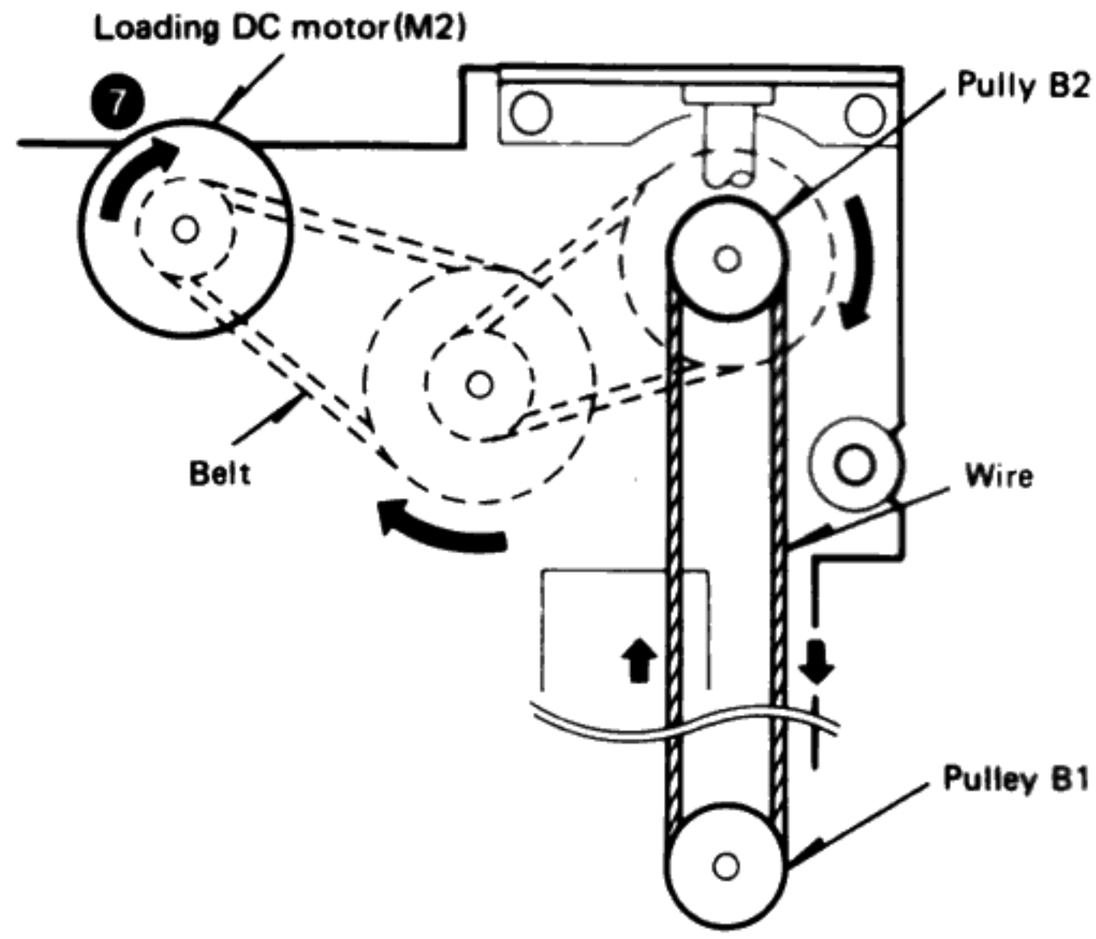

Fig. 10 Tray OPEN operation (3)
Subsequently, S1 (clamper UP switch) turns ON by the groove at the upper side of the main gear, and the loading DC motor (M2) rotates in the direction of an arrow (❼) to pull the wire via the belt (Figure 10).